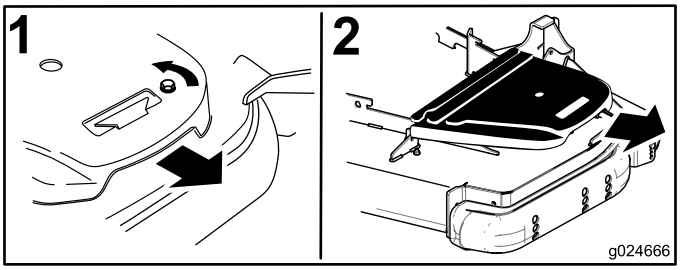

Figuur 70
5. Verwijder de plastic riemkap (Figuur 70).
4. Verwijder de aandrijfriemkappen (Figuur 70).